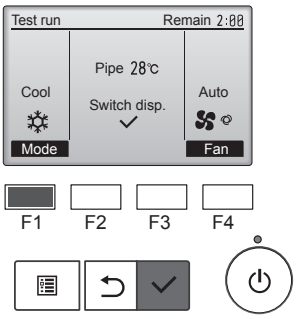

Fig. 7-5
① Кнопкой F1 выберите режим работы “Cool” (Охлаждение) или “Heat” (Нагревание). (Fig. 7-5)